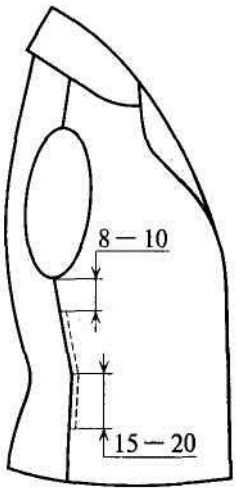

Рис. 99
- Соединяют боковые швы подкладки с боковыми швами верха за припуск шва спинки, начиная ниже пройм на 8—10 см и заканчивая ниже линии талии на 15 — 20 см разметочными стежками (рис. 99). Эту операцию исключают в изделиях с фалдами и в тех случаях, когда позволяет конструкция изделия. Достаточным является закрепление подкладки над плечевыми и боковыми швами. В изделиях прилегающего и полуприлегающего силуэтов соединение боковых швов верха и подкладки является обязательным.